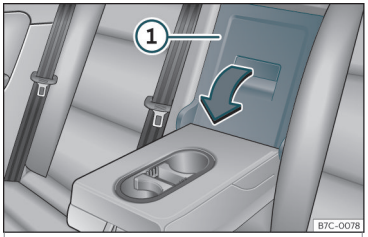

Fig. 114 En el respaldo del asiento trasero: apertura de la trampilla.
- Tire de la palanca de desbloqueo en el sentido de la flecha y abata completamente la tapa de la trampilla ››› **fig. 114** ① hacia delante.